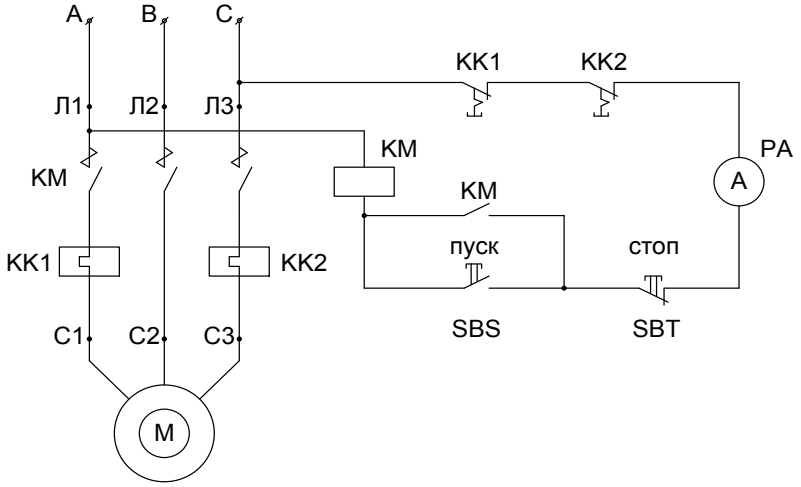

Рис. 4.1. Схема управления нереверсивного асинхронного двигателя
Схема управления нереверсивным двигателем с помощью двухкнопочной станции приведена на рис. 4.1. В силовую цепь двигателя последовательно в каждую фазу включены силовые контакты пускателя (КМ1, КМ2, КМ3), подающие напряжение в обмотки двигателя.
9. Собрать схему управления АД с нереверсивным МП по рис. 4.1.